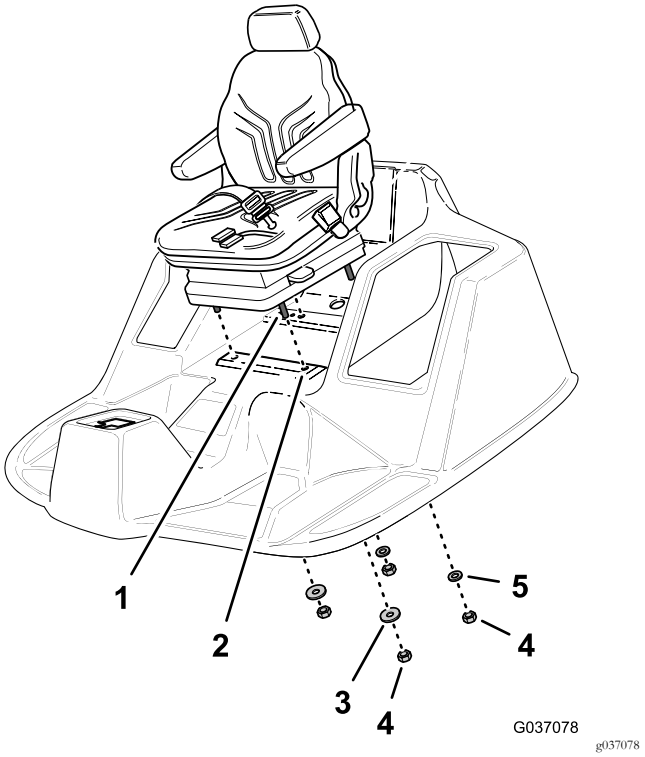

Rysunek 15
3. Ustaw 4 śruby niewypadające (8 x 40 mm) nowego fotela równo z otworami w podeście operatora (Rysunek 15).
5. Ręcznie nakręć 2 nakrętki zabezpieczające (8 mm) wraz z 2 podkładkami (5/16 x 1 cal) na 2 przednie śruby niewypadające (Rysunek 15).
6. Ręcznie nakręć 2 nakrętki zabezpieczające (8 mm) wraz z 2 podkładkami (8 x 17 mm) na 2 tylne śruby niewypadające (Rysunek 15).
6. Ręcznie nakręć 2 nakrętki zabezpieczające (8 mm) wraz z 2 podkładkami (8 x 17 mm) na 2 pozostałe śruby niewypadające (Rysunek 15).